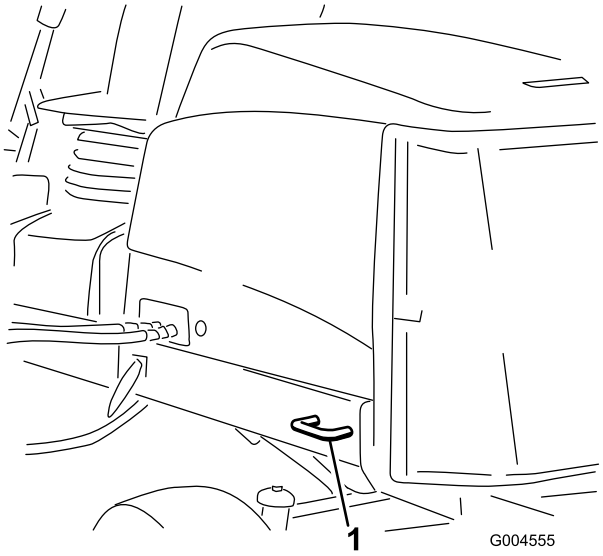

Figur 38
- Bak – på båda sidor av maskinen, på den bakre ramen (Figur 38).